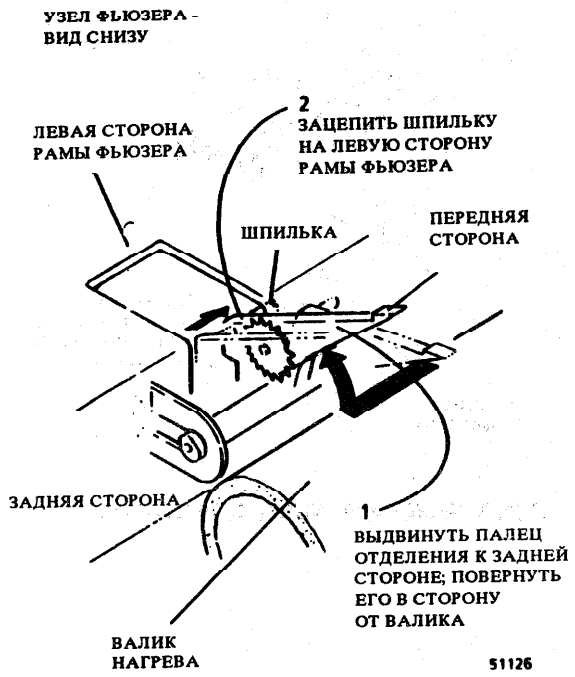

Рис. 1. Фиксация пальцев отделения
4. (Рис. 1): закрепить пальцы съема в сторону от валика закрепления.